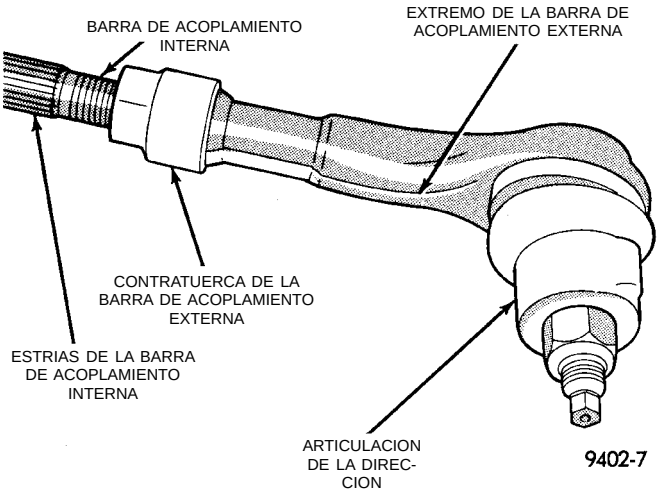

Fig. 18 Contratuerca de la barra de acoplamiento externa
(19) Apriete la contratuerca de la barra de acoplamiento (Fig. 18) con una torsión de 61 N·m (45 libras pie).